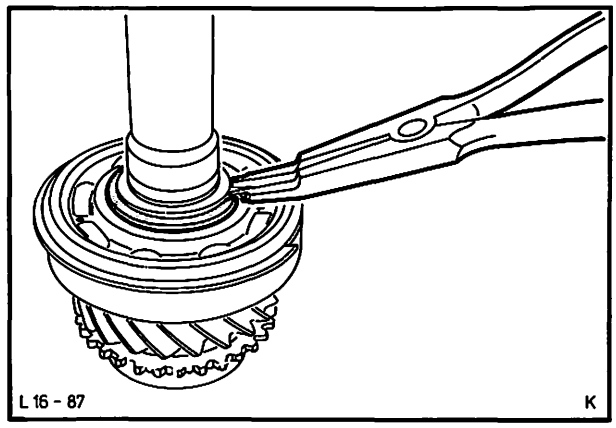

Abb. 105 Sprengring – Antriebswelle entfernen
33. Sprengring – Antriebswelle entfernen und Kugellager abpressen, Abb. 105.